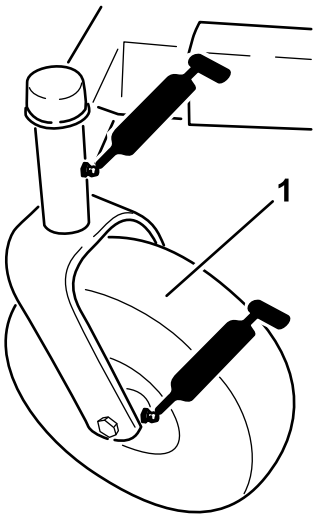
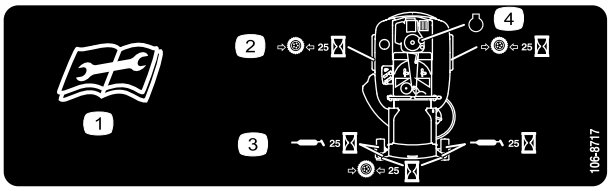

Figur 24
Figur 25
3. Torka av smörjnipplarna (Figur 24 och Figur 25) med en trasa. Skrapa av eventuella färgrester från nipplarnas framsida.
4. Sätt en fettspruta på varje nippel (Figur 24 och Figur 25). Pumpa in fett i nipplarna tills det börjar tränga ut ur lagren.